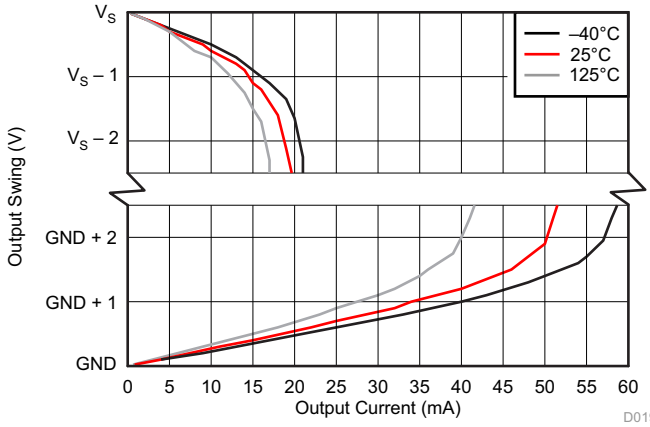

**图 19. Output Voltage Swing vs Output Current**
(1) RTI = referred-to-input.
(2) See 图 19.
(3) Swing specifications are tested with an overdriven input condition.